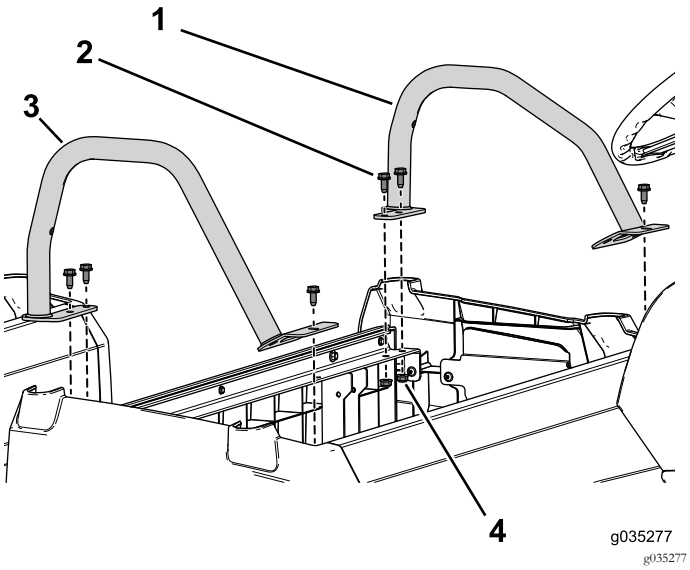

Figur 96
7. Bruk de seks flensboltene (3/16 x 3/4 tomme) og flensmutrene til å feste den venstre og høyre hoftestøtten til setebasen (Figur 96).